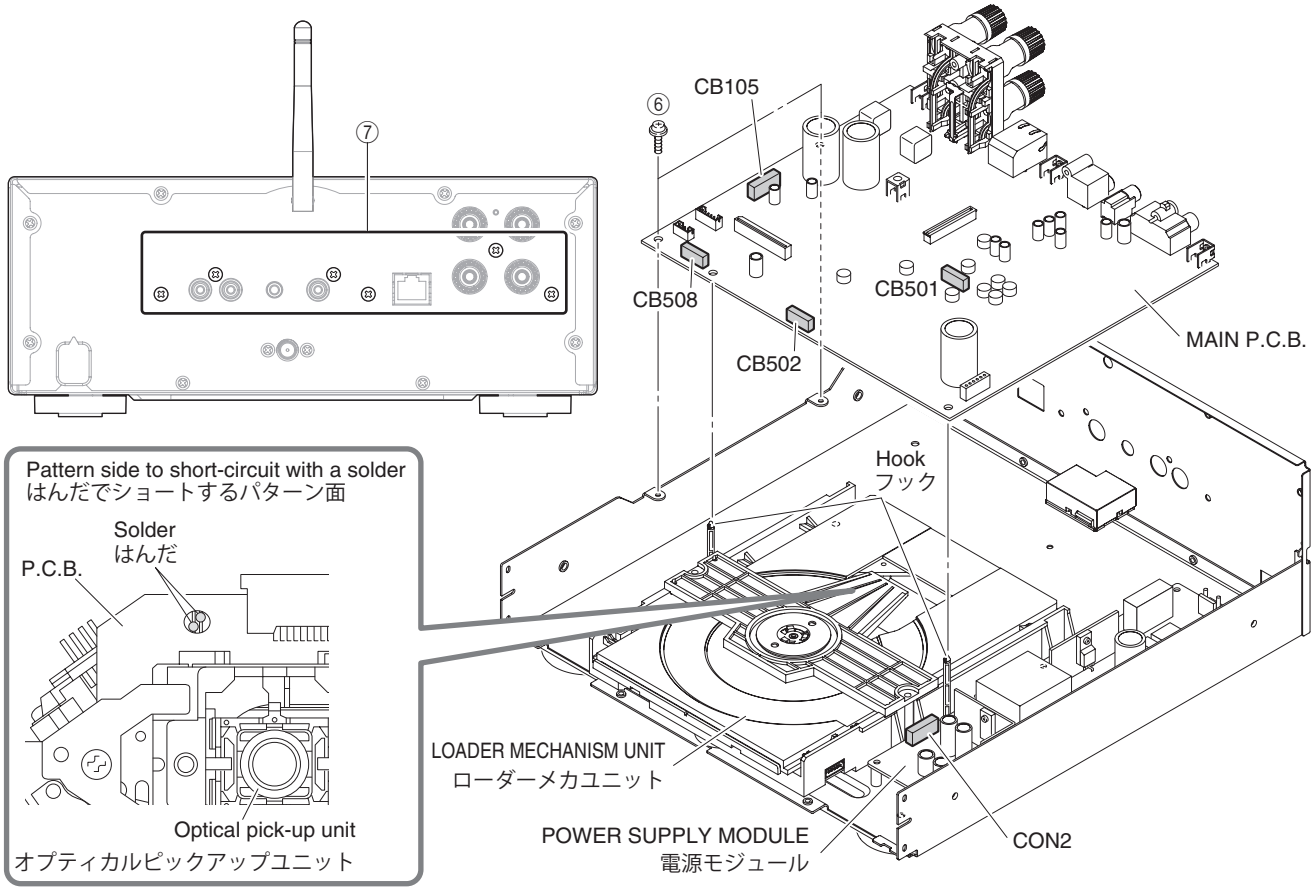

Fig. 5
3. Removal of MAIN P.C.B. (Fig. 5)
a. Remove 2 screws ⑥ and 6 screws ⑦ .
d. Using the anti-static soldering iron, short between terminals on the optical pick-up unit P.C.B. included in the LOADER MECHANISM UNIT. (Fig. 5)
3. MAIN P.C.B. の外し方（Fig. 5）
a. ⑥のネジ 2 本、⑦のネジ 6 本を外します。
d. ローダーメカユニット内（Fig. 5) にあるオプティカルピックアップユニットの P.C.B. 上の端子間を静電気対策はんだこてを使用してショートします。